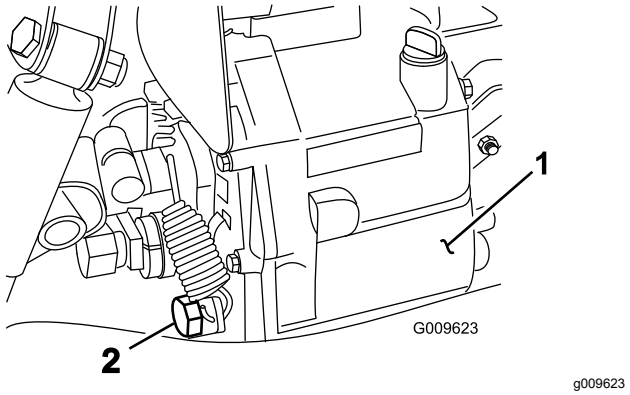

Figuur 69
4. Verwijder de aftapplug uit de zijkant van het reservoir en laat de hydraulische vloeistof in een opvangbak lopen (Figuur 69).